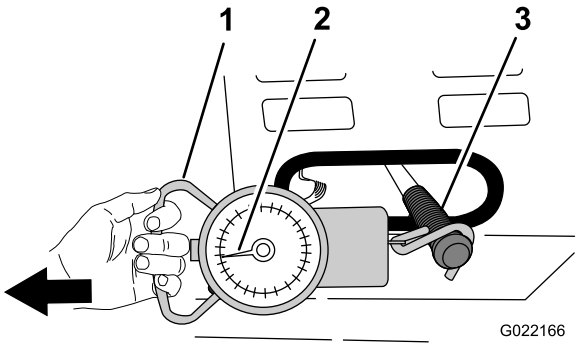

Figure 68
4. Fixez un dynamomètre d'une capacité de 15 à 30 kg (35 à 55 lb) à la poignée du levier de débrayage (Figure 68).
5. À l'aide du dynamomètre, tirez le levier de débrayage en position embrayée, comme montré à la Figure 68.
6. Observez le dynamomètre pendant que vous tirez pour vérifier la valeur de la pression la plus élevée quand le levier passe de la position débrayée à la position embrayée (Figure 68).